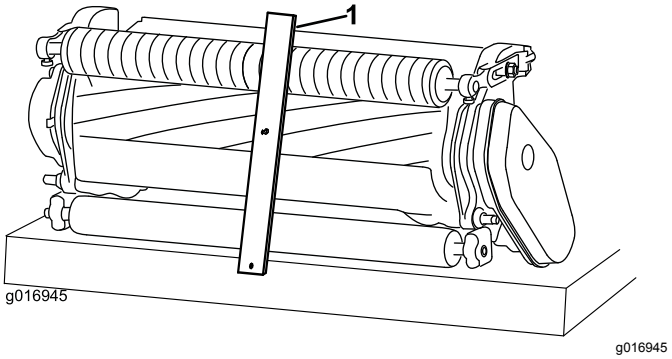

Rysunek 15
2. Zaczep łeb śruby wskaźnika wysokości cięcia o prawą stronę krawędzi tnącej noża dolnego i oprzyj tylny koniec drążka na tylnej części rolki (Rysunek 15).